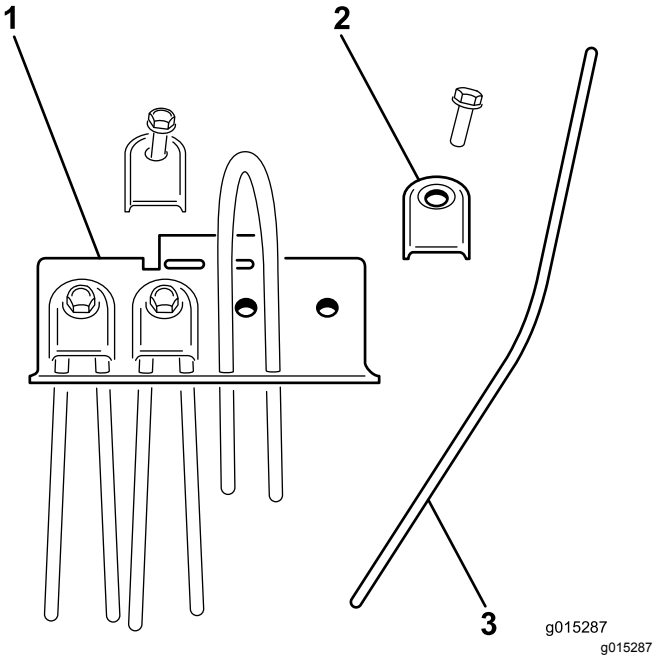

Figuur 28
2. Verwijder de tandhouder en schuif de beschadigde tand eruit (Figuur 28).